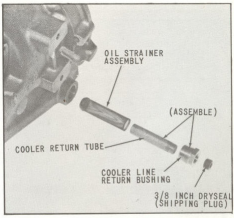
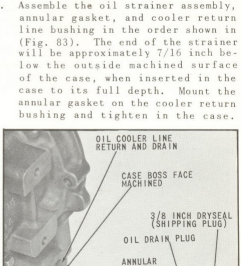

Fig. 74 Installing Oil Strainer & Cooler Return Tube & Bushing Assembly
Fig. 83 Installation of Oil Strainer Assembly and Cooler Line Return Bushing
80. Assemble the oil strainer assembly, cooler line return bushing and cooler return tube assembly in the order shown in (Fig. 74). The screen end of the oil strainer assembly should be approximately 1/2 inch below the face of the case when the assembly is correctly installed.
NOTE: The 72C transmissions formerly used a cooler return bushing with threads other than the tapered dryseal pipe threads now used. This installation with the (4885) cooler return bushing, (Fig. 83), required a copper annular gasket (120428) to prevent leakage. Oil strainer (71-A98C) was also formerly used in this assembly, but has now been replaced with oil strainer 71C-A98A, which is fully interchangeable. The two bushings are not interchangeable and the correct parts must be assembled as illustrated in (Fig. 74) or (Fig. 83). Those installations requiring the use of the parts in (Fig. 83) can be easily identified by the machined face on the case boss as indicated.
2. Assemble the oil strainer assembly, annular gasket, and cooler return line bushing in the order shown in (Fig. 83). The end of the strainer will be approximately 7/16 inch below the outside machined surface of the case, when inserted in the case to its full depth. Mount the annular gasket on the cooler return bushing and tighten in the case.
NOTE: If cooler return flow is changed to the new location be sure that the oil strainer installed is similar to the one illustrated in (Fig. 83). The old strainer assembly with one end enclosed would block the flow of the cooler return oil.